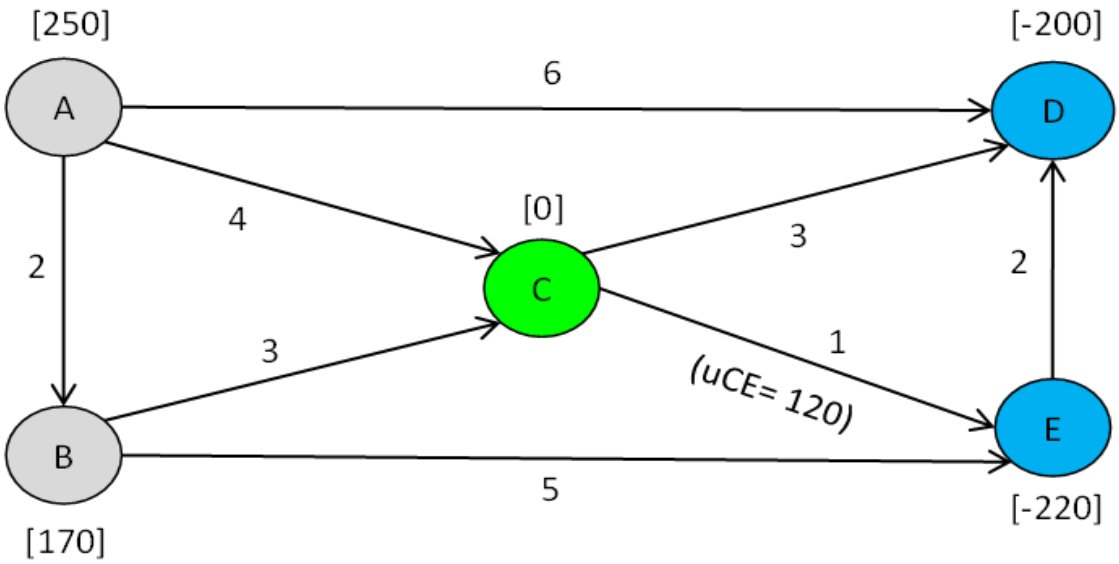

Figure 2c: Medical Device Distribution Network
The manufacturer has two plants (A & B) producing a medical device. The product is shipped to two retailers (D & E) directly or through the transshipment hub at C. The distribution network for shipping the product is shown in Figure 2c where the numbers on the arcs represent unit shipping costs. A Linear Programming (LP) model is formulated to solve the distribution network problem in Figure 2c.
(ii) Constraints Formulation Based on the network in Figure 2c:
(Note: X_{ED} is included because there is an arc from E to D in Figure 2c).